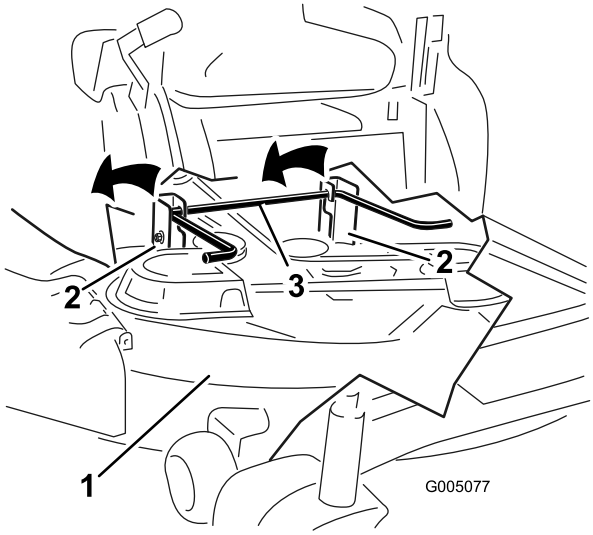

Figur 59
5. Lyft klipparen och hållarfästena så att de går fria från den bakre lyftstången och sänk försiktigt ned klipparen till marken (Figur 59).
5. Lyft upp klippardäckets bakre del och för hållarfästena över den bakre lyftstången (Figur 59).